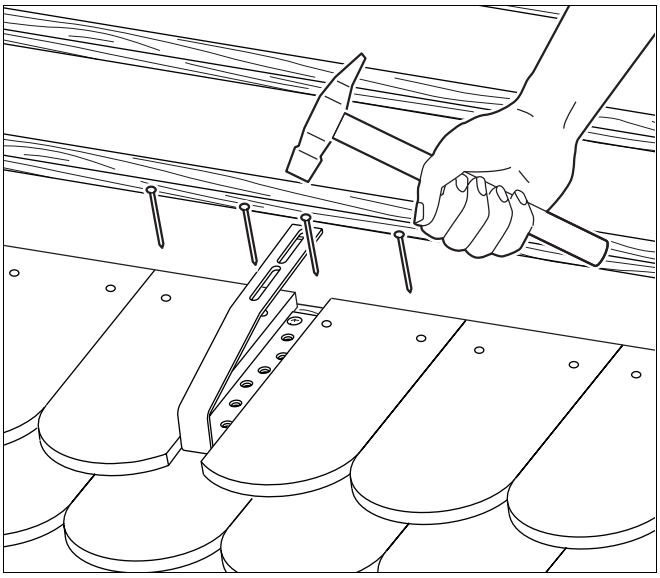

Afb. 26 Bevestig de beverstaartpannen
- Hang de beverstaartpan aan de daklat (afb. 26).